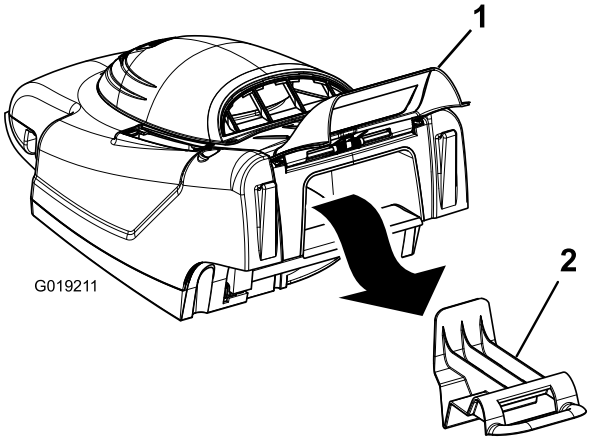

Рисунок 14
1. Поднимите заднюю дверцу и снимите заглушку для мульчирования (Рисунок 14).